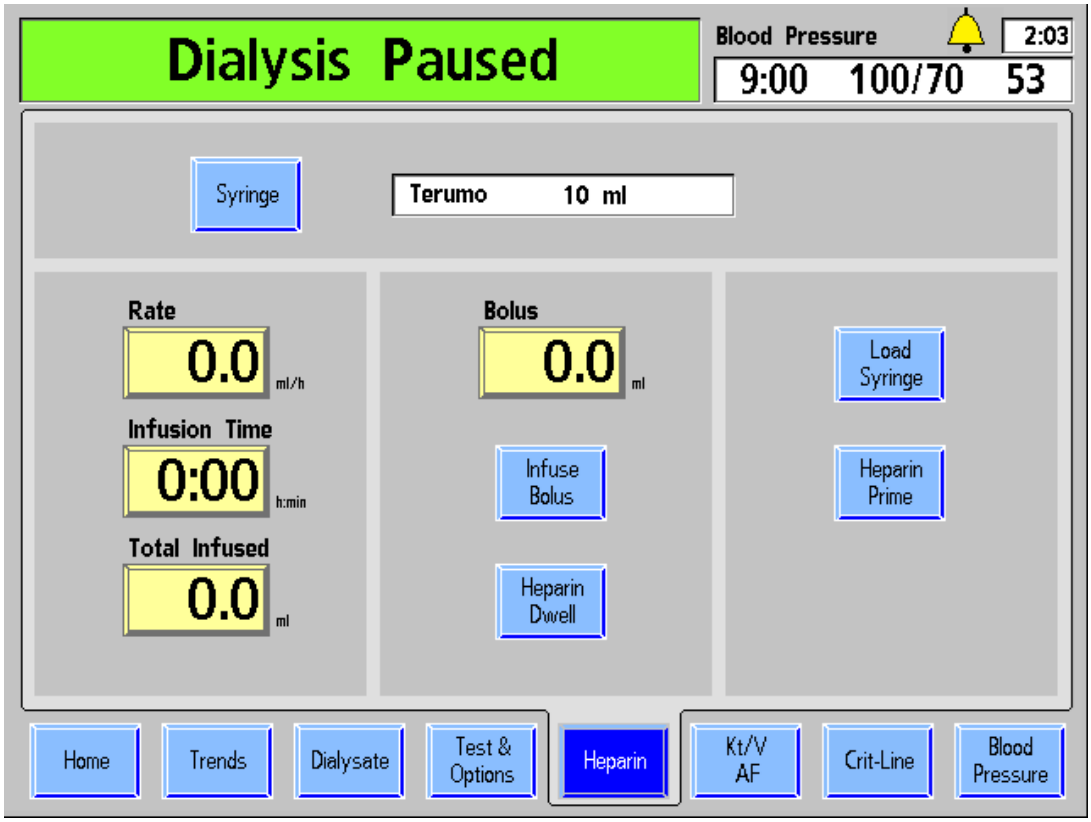

Figure 50 – The Heparin Screen
12. In the "Heparin" screen, set the treatment parameters for Rate, Infusion Time, and Bolus as described in Figure 50 – The Heparin Screen on page 107.